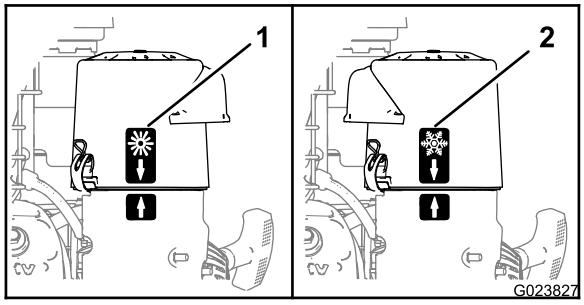

Figur 8
- Ved bruk i **kalde omgivelsesforhold** (kald lufttemperatur og luftfuktighet) – plasser luftrenserdekslet med snøfnuggmerket vendt utover (Figur 8).
- Ved bruk i **normale omgivelsesforhold** – plasser luftrenserdekslet med solmerket vendt utover (Figur 8).